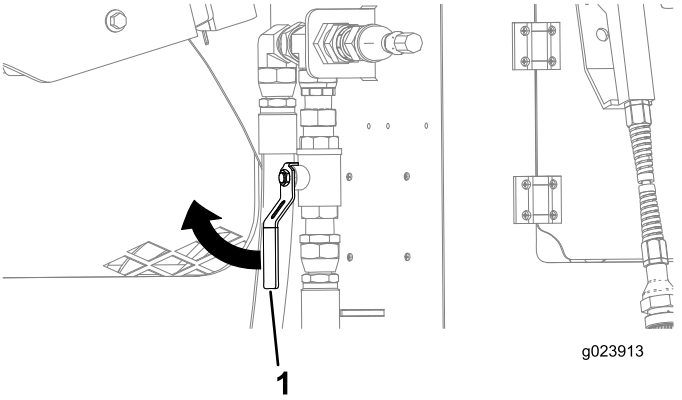

Rysunek 132
4. Upewnić się, że zawór w pobliżu tylnego przedziału jest w pozycji ZAMKNIĘTEJ (Rysunek 132).